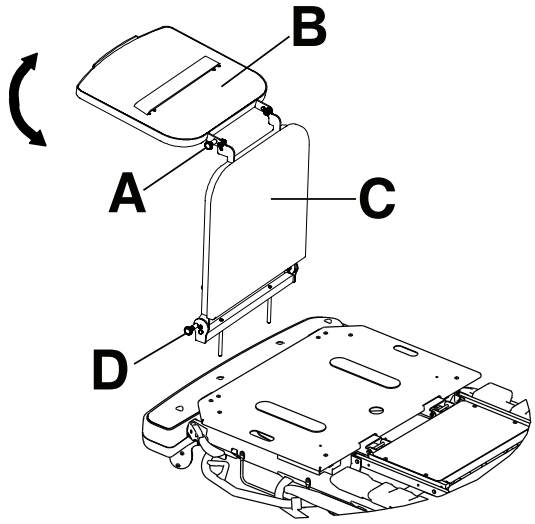

Rysunek 7 – Taca defibrylatora/przedłużenie na nogi
1. Wyciągnąć górne pokrętło (A) (Rysunek 7).
2. Obracać tacę defibrylatora (B) do momentu, kiedy będzie spoczywała płasko na podnóżku produktu. Zwolnić pokrętło (A). Upewnić się, że taca defibrylatora została zablokowana na miejscu.
Aby przekształcić tacę defibrylatora/przedłużenie na nogi w przedłużenie na nogi (Rysunek 7):